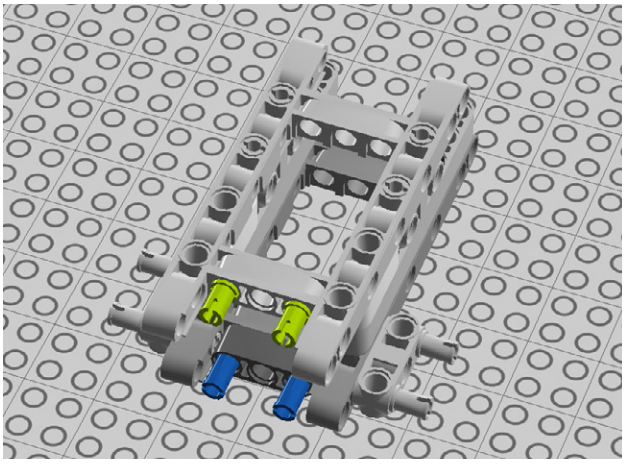

Figure 7-27. *Step 20: Attaching some pegs*
20. Insert a pair of pegs as shown in Figure 7-27.